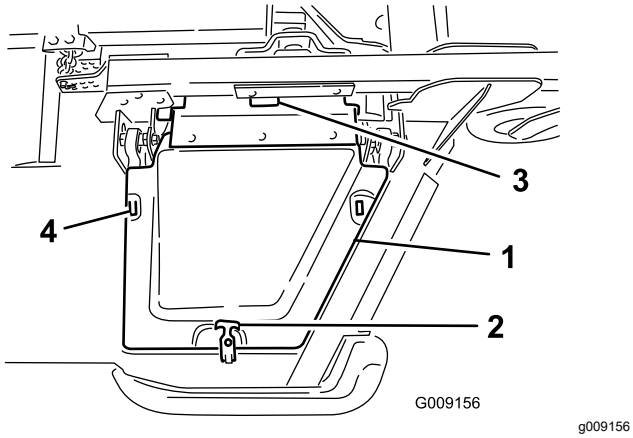

Figur 6
8. Montera vingfenans däckskydd och fäst det med gummispärrhaken (Figur 6).